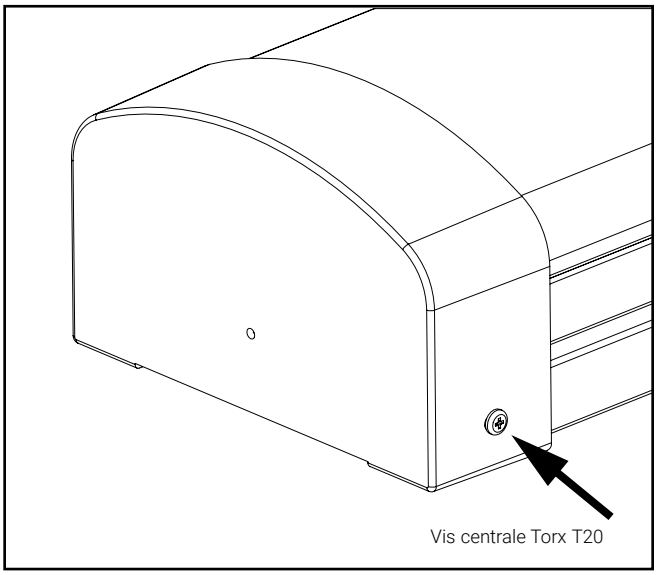

Figure 14.
2. Enlevez les deux vis centrales Torx T20 qui se trouvent sur les côtés du capuchon d'extrémité (figure 14).